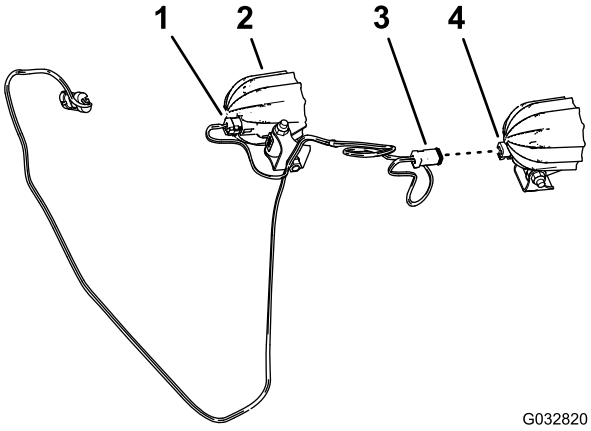

図 10
1. LEDライトの2本のピンに、LEDライト用ハーネスの2ソケットコネクタを接続する図 10。
2. もう一個のLEDライトにも、上記ステップ1を行ってハーネスの2ソケットコネクタを接続する図 10。